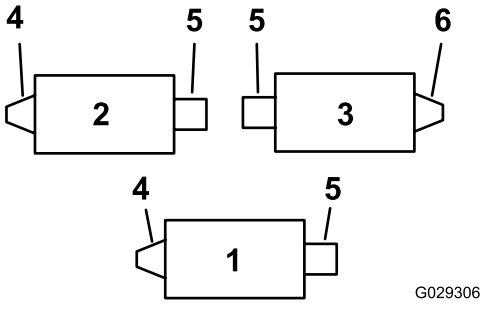
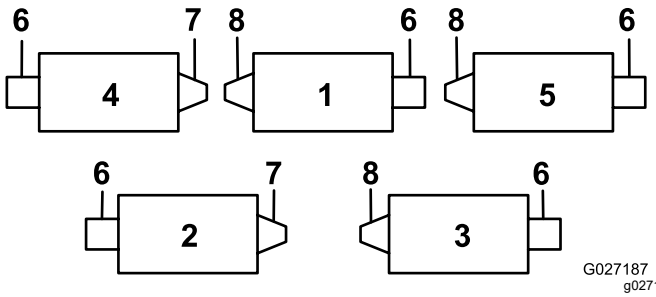
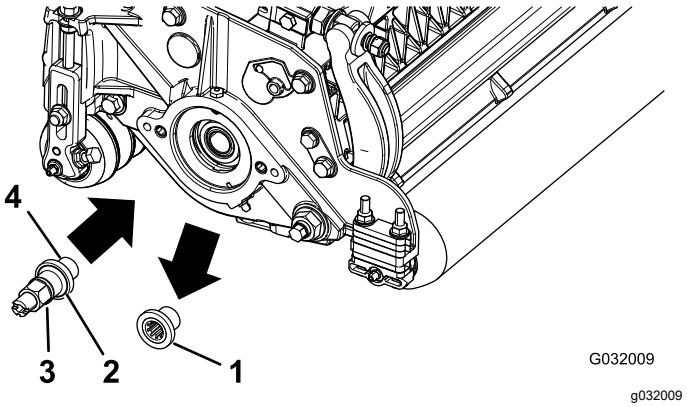
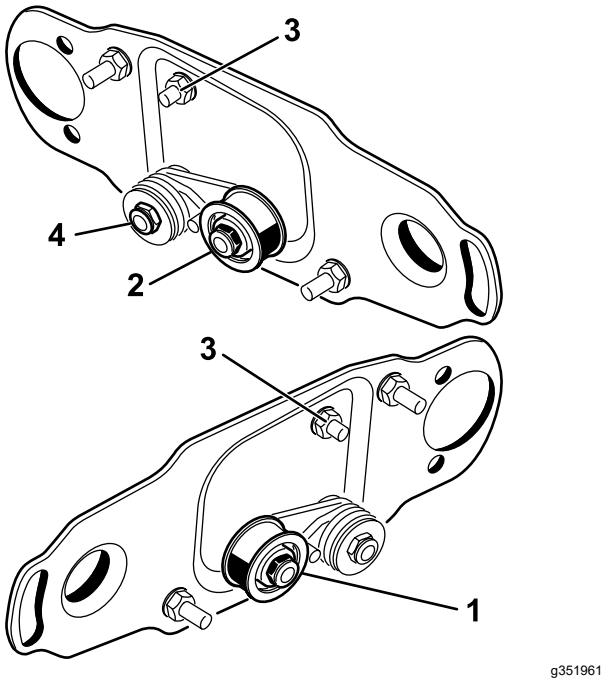

Bild 1
Bild 2
Bild 3
Bild 6
Legen Sie die Position der Rollenbürsten und der Spindelmotoren für einen Reelmaster 3100-D mit Bild 1 und für einen Reelmaster 7000-D mit Bild 2 fest.
2. Entfernen Sie den Gewindeeinsatz an der Schneideinheit für den Heckrollenbürstenantrieb (Bild 1 und Bild 2) und werfen ihn weg (Bild 3).
Hinweis: Die Schneideinheiten Nr. 1 und Nr. 2 am Reelmaster 3100 (Bild 1) haben linke Einsätze und die Schneideinheiten Nr. 1, Nr. 3 und Nr. 5 am Reelmaster 7000 haben rechte Einsätze (Bild 2).
4. Tragen Sie Gewindesperrmittel auf das Antriebswellengewinde (Bild 3) auf und montieren Sie die Antriebswelle; ziehen Sie sie mit 115-128 Nm an.
Hinweis: Die Schneideinheit Nr. 3 am Reelmaster 3100 (Bild 1) und die Schneideinheiten Nr. 2 und Nr. 4 am Reelmaster 7000 haben rechte Antriebe (Bild 2).
Drehen Sie für rechte Heckrollenbürstenantriebe (Bild 1 und Bild 2) die Spannscheibe um, damit sie **hinten rechts** an der Schneideinheit (Bild 6) wie folgt montiert werden kann:
1. Entfernen Sie die Spannscheiben hinten links an der Schneideinheit und montieren sie im unteren Loch in der Bürstenplatte hinten rechts an der Schneideinheit (Bild 6).
2. Entfernen Sie die Schlossschraube und die Mutter und setzen sie in das obere Loch, in dem vorher die Spannscheibe war (Bild 6).